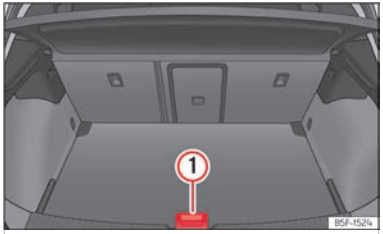
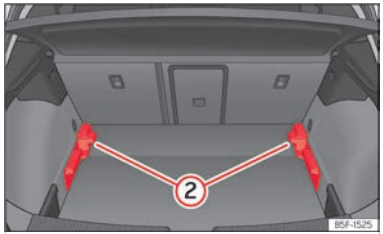

Fig. 196 Suelo variable del maletero: posición alta.
Fig. 197 Suelo variable del maletero: posición baja.
- Para pasar de la posición baja a la alta, levante el piso por el asidero ››› fig. 196 ①, tire de él hacia atrás hasta que la parte delantera del piso rebase totalmente los soportes ››› fig. 197 ②.
- Haga desplazar sobre estos el piso hacia adelante hasta que haga tope en el respaldo de los asientos posteriores y, a continuación, baje el piso con el asidero ①.
- Para pasar de la posición alta a la baja, levante el piso por el asidero ››› fig. 196 ①, tire de él hacia atrás hasta que la parte delantera del piso rebase totalmente los soportes ››› fig. 197 ②.
- Deje caer la parte anterior contra el piso y empuje el piso hacia adelante hasta que haga tope en el respaldo de los asientos posteriores bajando al mismo tiempo el piso con el asidero ①.
SEAT recomienda volver el suelo variable a la posición alta ››› fig. 196 cuando ya no necesite espacio adicional.
- Con el suelo variable en posición alta, levántelo por el asidero ››› **fig. 196** ①, tire de él y empuje hacia el respaldo de los asientos posteriores hasta que se doble por la línea de bisagra y la parte móvil del piso repose sobre el mismo.